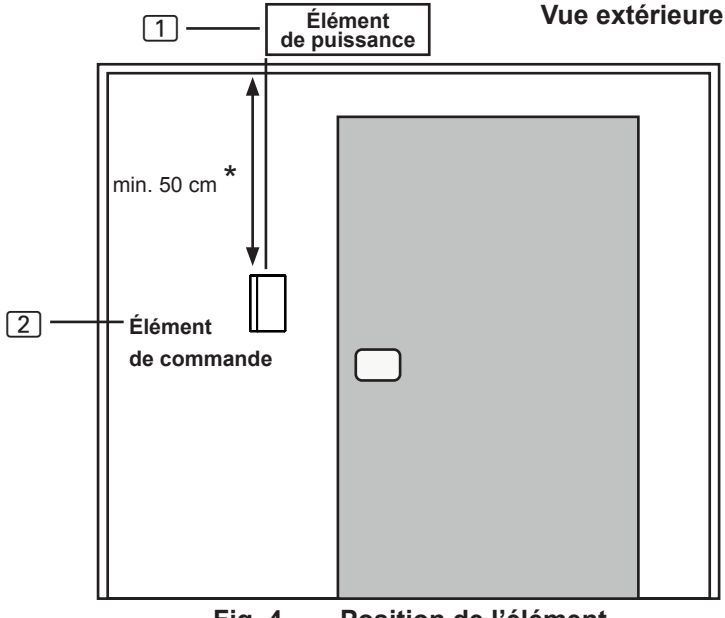

Fig. 4 Position de l’élément de commande
L’élément de commande 2 est monté sur la paroi de la cabine à une distance maximale de 10 mètres de l’élément de puissance 1 (voir **Fig. 4**).
* Lors du montage dans la cabine de sauna, respectez une distance d’au moins 50 cm par rapport au plafond de la cabine (voir **Fig. 4**).